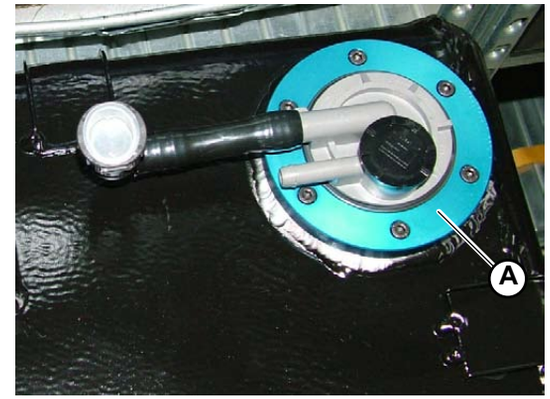

Fig.1
1. Assemble the fuel anti-evaporation valve (**A-Fig.1**) on the tank using the six socket head screws.